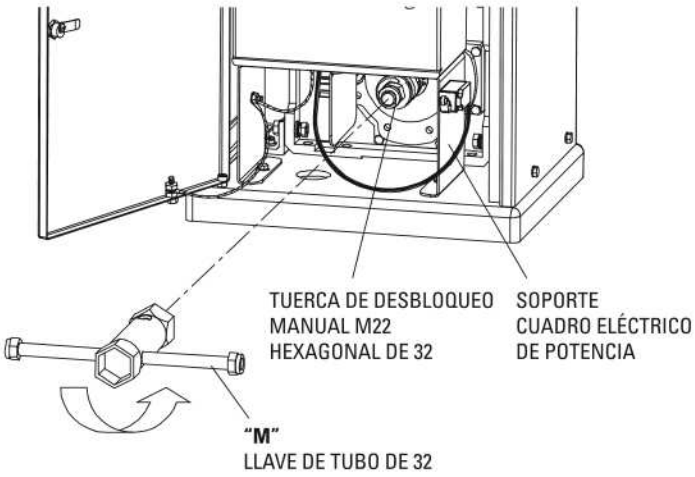

FIG. 4
- Usar una llave "M" de tubo de 32 en la **tuerca autobloqueante M22** en el árbol de arrastre colocado de forma frontal bajo el **soporte del cuadro eléctrico**: aflojar algunas vueltas en sentido antihorario hasta que el **engranaje de arrastre "I"**, colocado detrás de la automación, quede suelto (Fig. 4).